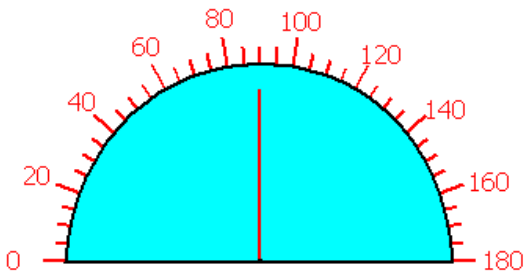

Рисунок 4-69
3. Для того чтобы нарисовать счетчик, зажмите левую кнопку мыши и перетащите курсор в окне редактирования. Смотрите рисунок 4-69 - пример счетчика.